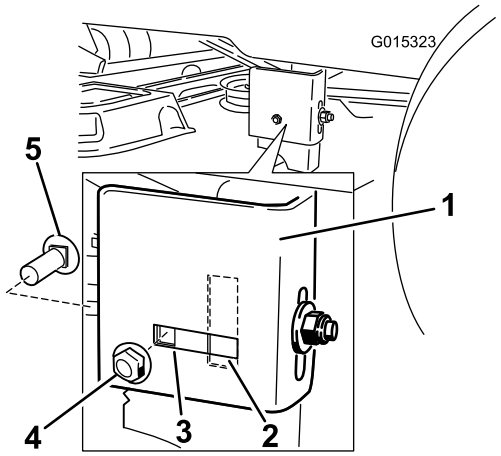

Figuur 59
7. Ga naar de linkerkant van de machine. Verwijder de zijslotbout en borgmoer uit de geborgde stand en breng ze aan in de achterste gleuf (Figuur 59).